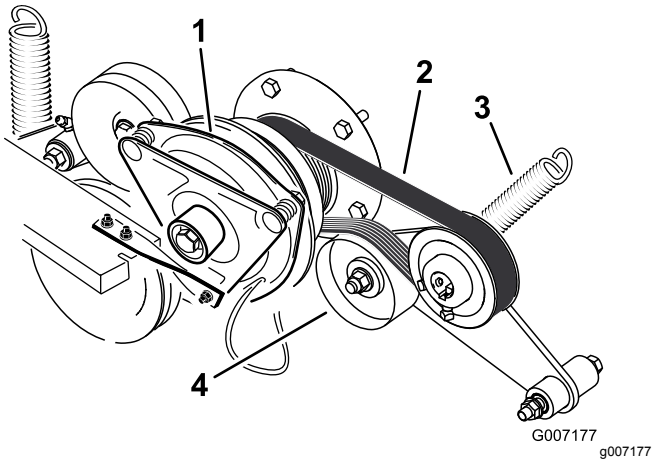

**Figuur 94**
3. Haal de veer van de arm van de spanpoelie (Figuur 94).
4. Plaats de nieuwe riem rond de motorpoelie en de poelie van de pomp van het hydraulische systeem (Figuur 94).
6. Monteer de veer op de arm van de spanpoelie (Figuur 94).